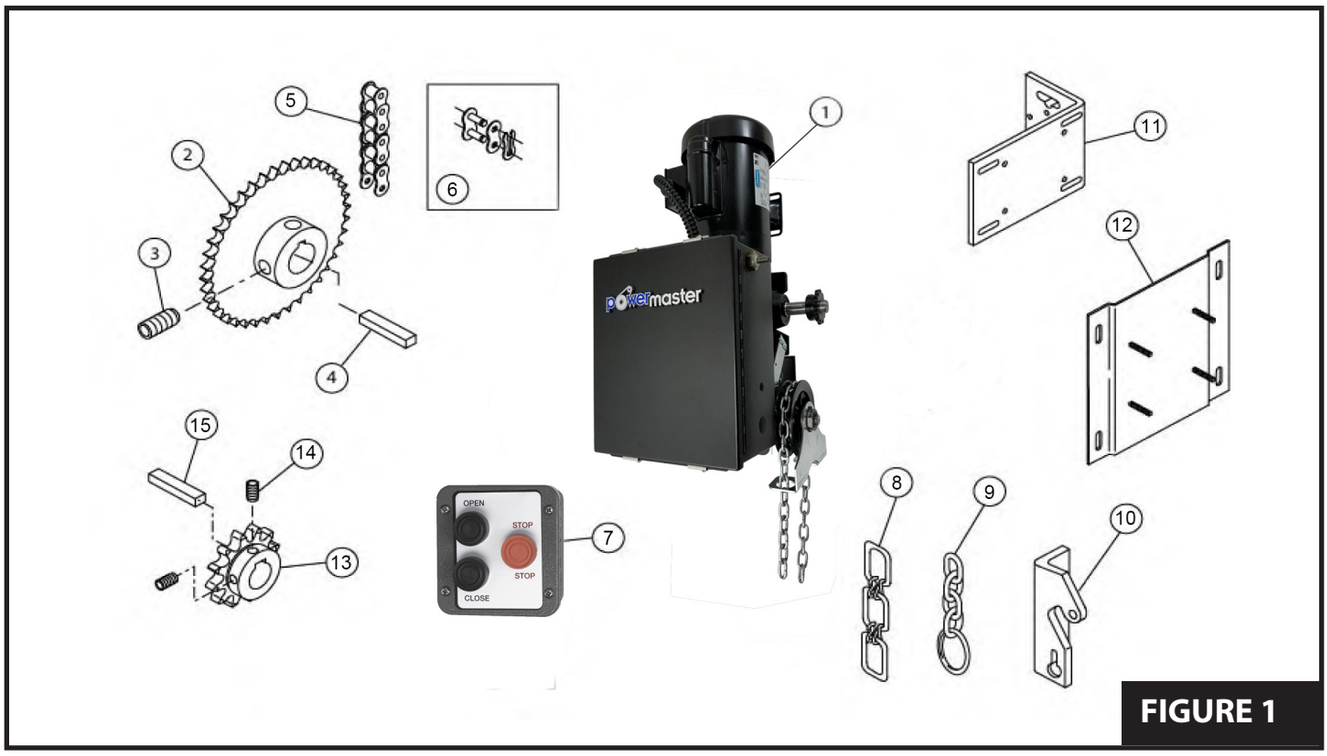
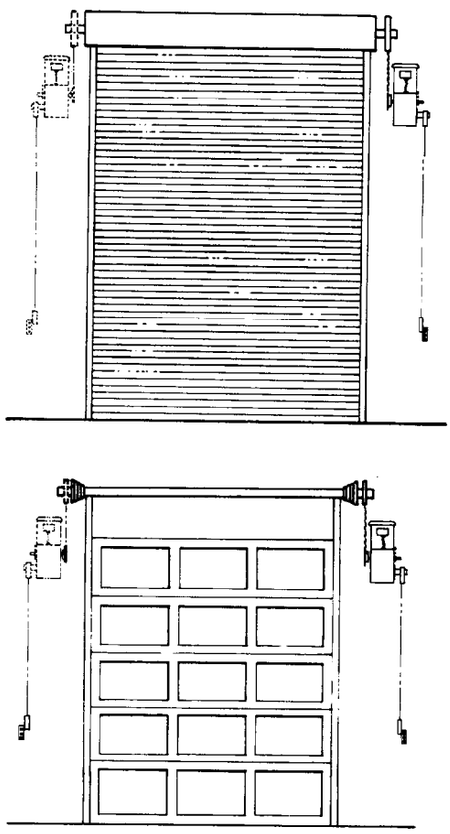

FIGURE 1
FIGURE 2
1. **Figures 2 and 3** illustrates several positions suitable for mounting the operator: Right Hand or Left Hand Wall Mount or Horizontal (shelf) Mount to the torsion shaft. For sectional doors, the MG operator must be wall mounted. For rolling steel doors, the operator must be wall mounted or hood mounted by using an optional hood mounting bracket [**Item 11**]. A wall mounting plate [**Item 12**] is also available from the factory (see **Figure 1)**. The mounting plate/bracket provides for chain tension adjustment as well as aiding installation.